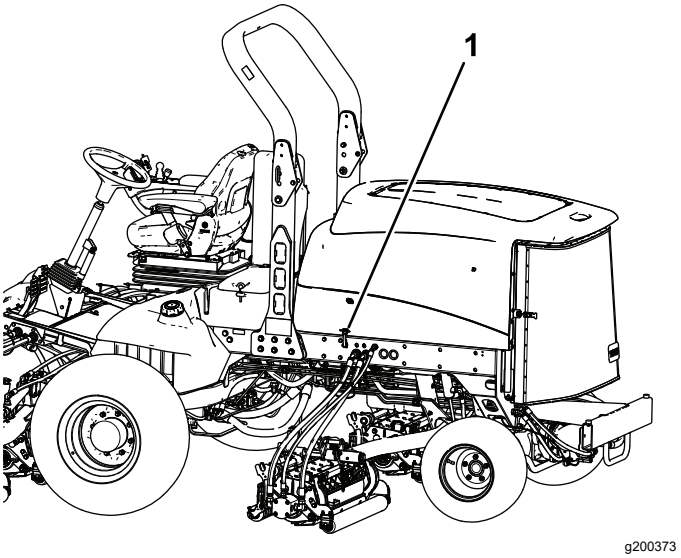

**Figur 4**
1. Hekt løs panserlåsen fra panserlåsbraketten (Figur 4).